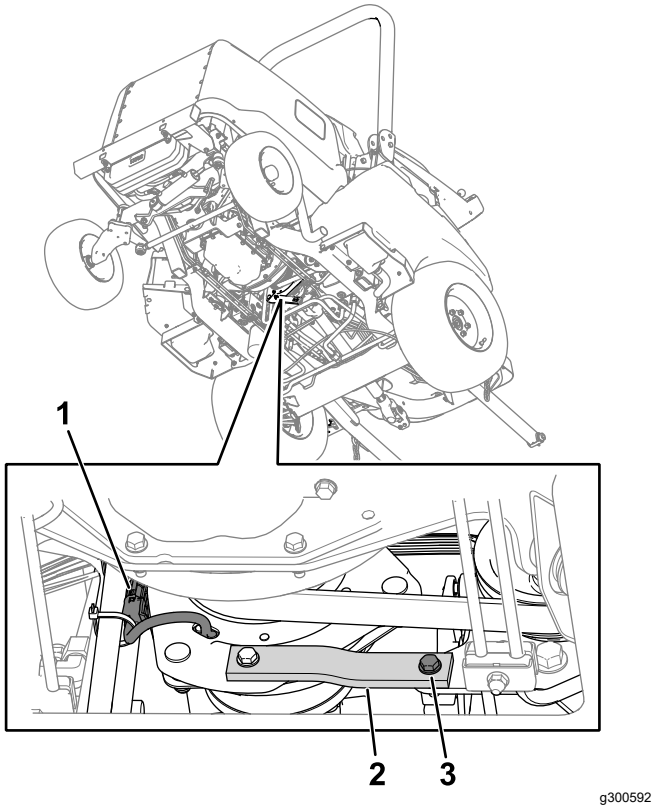

**Figuur 79**
2. Koppel de connector van de kabelboom van de koppeling los van de machinekabelboom (Figuur 79).
3. Verwijder de bout, ring en moer van de metalen en rubberen banden (Figuur 79) op het frame.